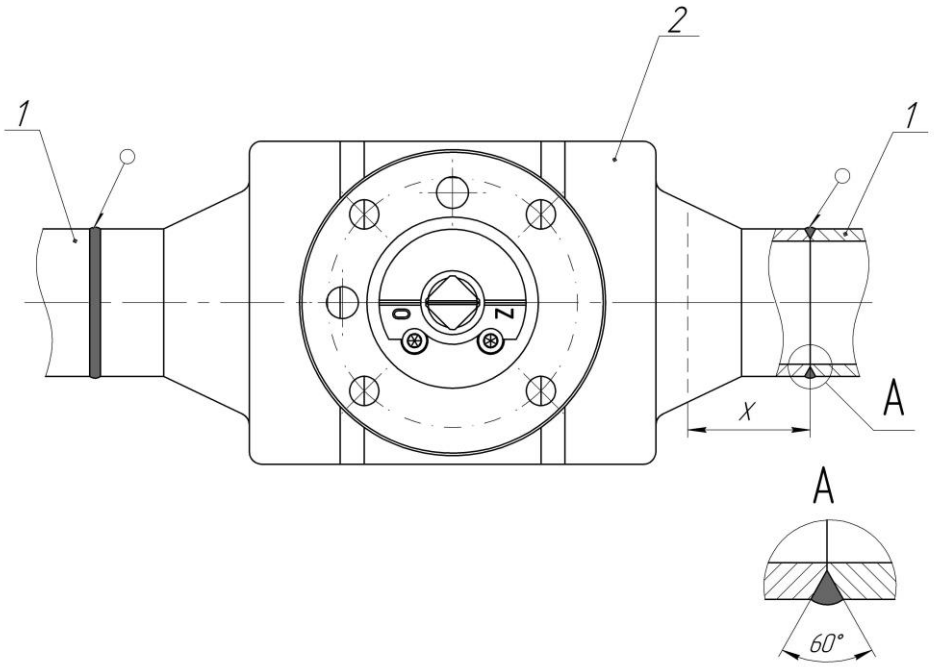

Рис.2
Выполнить следующие операции (см. рис.2):
- установить предварительно кран(2) в участок трубопроводной системы(1);
- убедиться в том, что диаметр отверстия патрубка совпадает с диаметром отверстия трубопроводной системы и в наличии соответствующей разделки кромки под сварку (вид А на рис. 2);